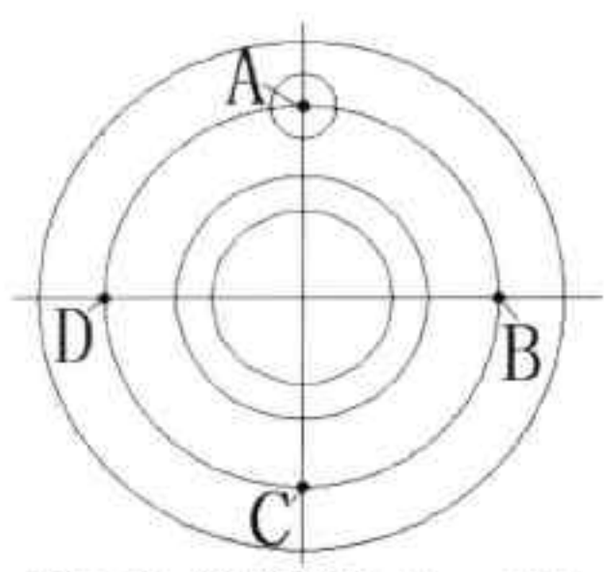

图5-39　绘制半径为11mm的圆
Step 03 执行“圆”命令，以 A 点为圆心，绘制半径为 11mm 的小圆形，如图 5-39 所示。